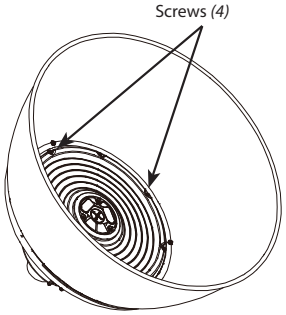

Fig: 4
3. Secure the **Reflector** to the **Heat Sink** with *(4)* 4x8mm **Screws** *(provided)* as shown in Fig. 4.